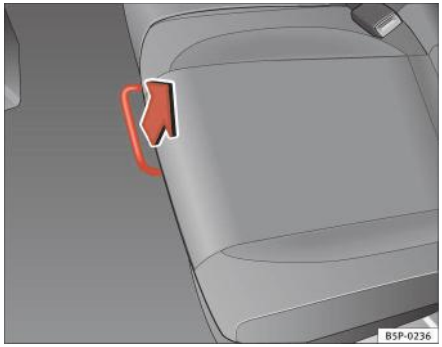

Fig. 95 Deblocarea scaunului din spate
– În poziția aşezat, eliberați maneta în sensul săgeții ⇒ fig. 95.